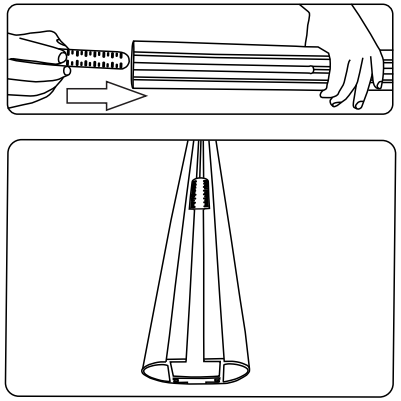

рис. 6
2.6 Возьмите из комплекта поперечную дугу. Вставьте отрезанную линейку в паз дуги до упора закруглённым концом вперёд и шкалой наружу (рис. 6)